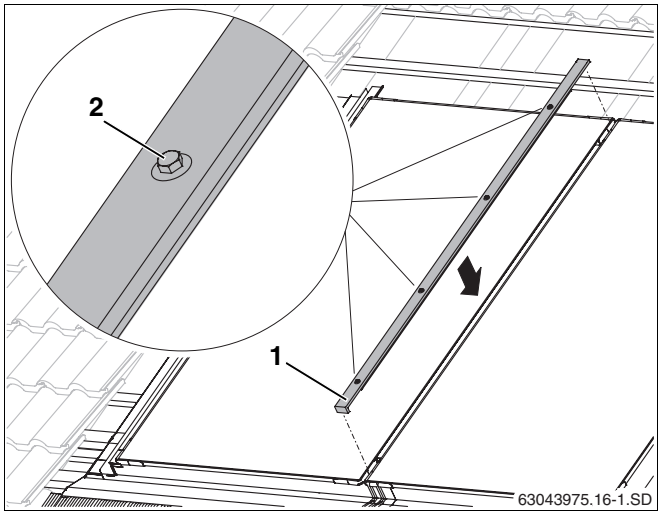

Abb. 51 Mittlere Abdeckleiste
- Abdeckleiste (Abb. 51, **Pos. 1**) mit der Abkantung nach unten zeigend in den Zwischenraum zweier Kollektoren eindrücken und mittig ausrichten.
- Schrauben (Abb. 51, **Pos. 2**) von unten beginnend mit Schlüssel SW 8 von Hand anziehen.